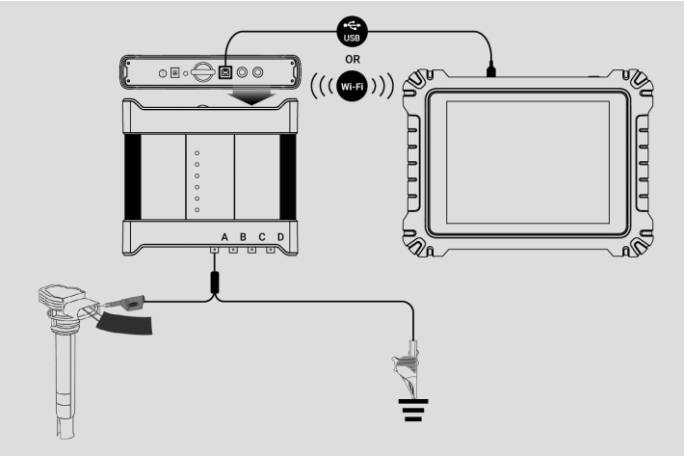

Figure 7-1 ***Connection Diagram***
1. Insert the applicable test lead or probe terminal ends into the input channel(s) to complete the connection. (See *Figure 7-1 Connection Diagram*.)